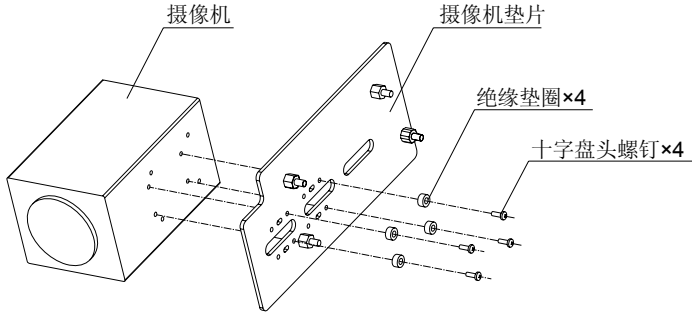

图 3-5
3.3.3 使用活口扳手将固定摄像机垫片的 4 个螺母松开后，将摄像机垫片取下。按照图 3-5 所示，使用 4 个 M2×6 十字盘头螺钉将摄像机固定在摄像机垫片上；